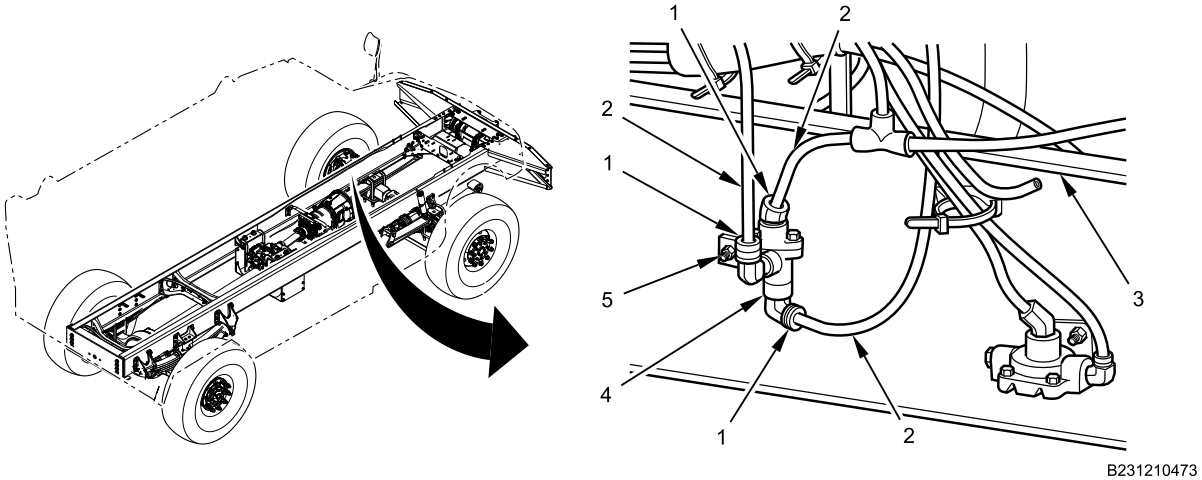

Figure 1. Air Brake Double Check Valve.
1. Disengage three quick connect fittings (Figure 1, Item 1) and remove three air lines (Figure 1, Item 2) from air brake double check valve (Figure 1, Item 4).
2. Remove nut (Figure 1, Item 5) and bolt from air brake double check valve (Figure 1, Item 4).
3. Remove air brake double check valve (Figure 1, Item 4) from left frame rail (Figure 1, Item 3).